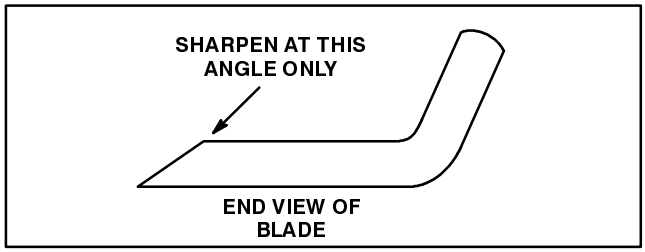

Figure 28
3. Examine cutting edges of all blades. Sharpen the cutting edges if they are dull or nicked. Sharpen only the top of the cutting edge and maintain the original cutting angle to make sure of sharpness (Fig. 28). The blade will remain balanced if same amount of metal is removed from both cutting edges.